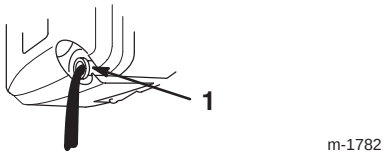

Figur 18
5. Tippa gräsklipparen på dess **vänstra sida** och låt oljan rinna ner i kärlet (figur 18).